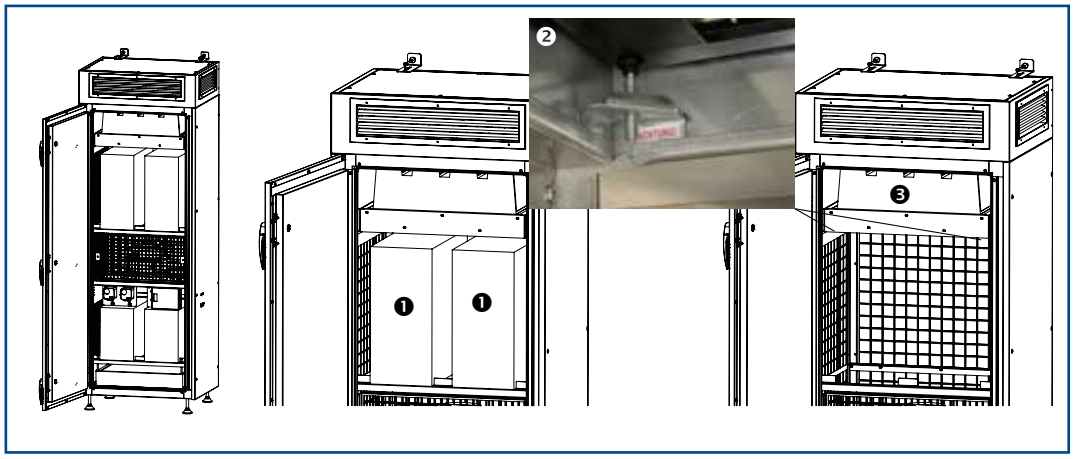

Fig. 5
- Tirer délicatement les 2 amortisseurs de bruit (pos. 1) vers l'avant (voir fig. 5)
- Dévisser les 4 vis de serrage des filtres (pos. 2) pour qu'elles descendent d'environ 20 mm et les retirer en les soulevant, retirer le filtre (pos. 3) en le tirant délicatement vers le bas Emballer soigneusement le filtre utilisé dans le sachet prévu à cet effet et le jeter avec les déchets ménagers
- Insérer les 4 vis de serrage des filtres (pos. 2) et les visser uniformément (max. 2 Nm)
- Insérer délicatement les deux amortisseurs de bruit (pos. 1) jusqu'à la paroi arrière et vérifier qu'ils sont bien placés.